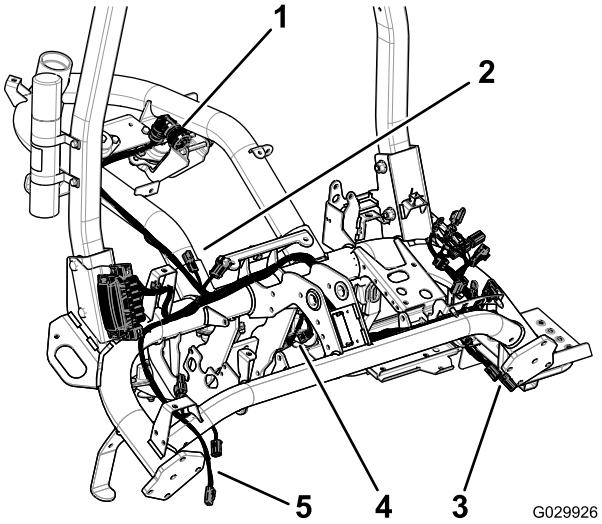

Figure 8
10. Connectez les bornes appropriées aux moteurs des cylindres (Figure 8).